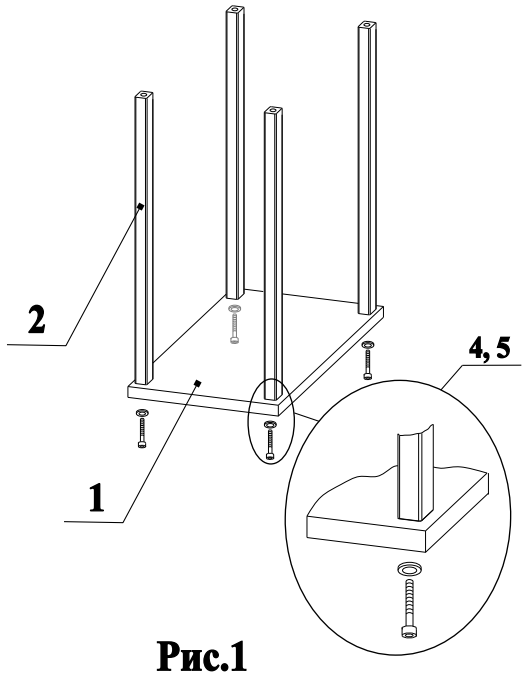

Рис.1
1. Соединить стойки подвеса 2 с полкой 1, винтами 4, подложив под шляпку винта 4 шайбу 6 (рис.1);